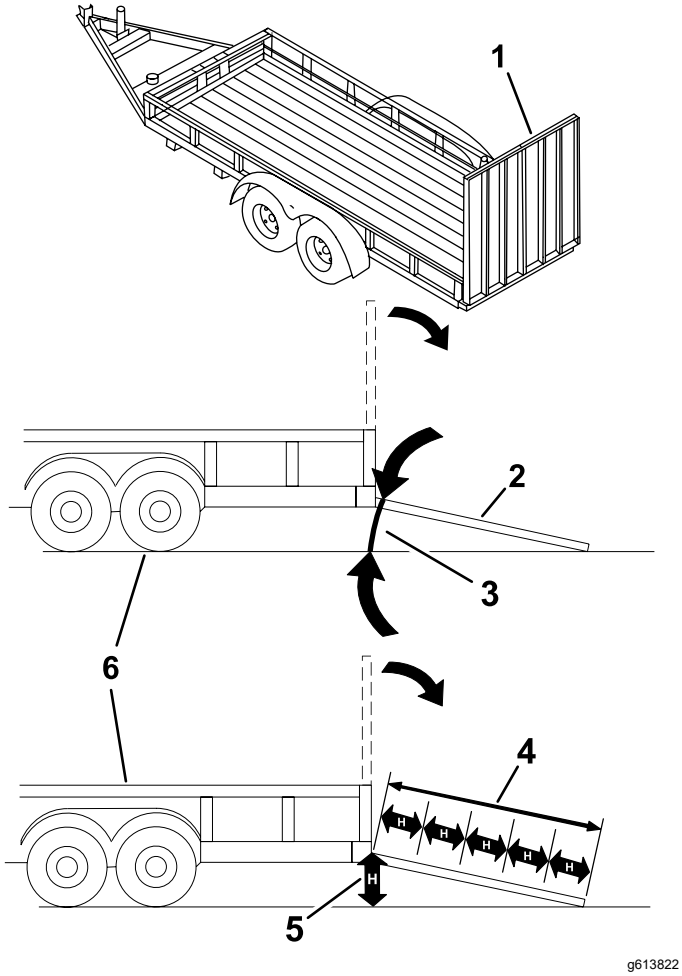

Figura 29
El cargar la máquina en un remolque o un camión aumenta la posibilidad de un vuelco y podría causar lesiones graves o la muerte (Figura 29).
3. Baje la rampa (Figura 29).
1. Baje la rampa, asegurándose de que el ángulo entre la rampa y el suelo no supera los 12 grados (Figura 29).